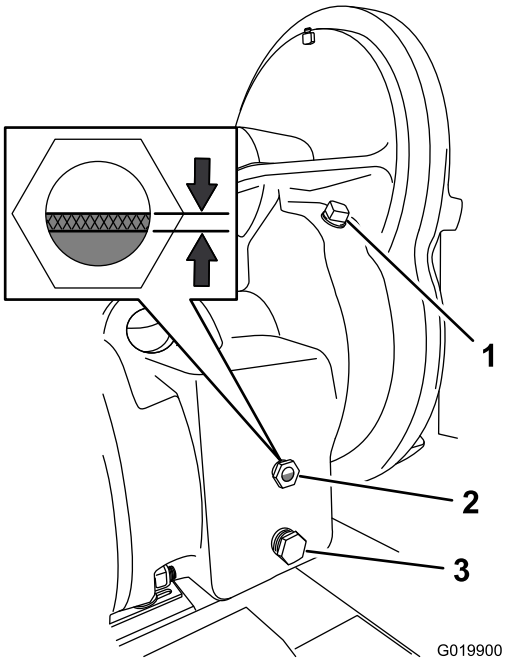

Figure 67
2. Sur le côté droit du carter d'engrenages, vérifiez le niveau d'huile par le viseur (Figure 67).
A. Retirez le bouchon de remplissage de l'orifice de remplissage dans le carter d'engrenages (Figure 67).
B. Versez lentement de l'huile spécifiée dans l'orifice de remplissage jusqu'à ce que le niveau d'huile se situe entre le 1/3 et la moitié du viseur (Figure 67).
E. Placez le bouchon dans l'orifice de remplissage du carter (Figure 67).
1. Placez un bac de vidange de 3 pintes sous le bouchon de vidange (Figure 67).
2. Retirez le bouchon de vidange de l'orifice de vidange, et vidangez complètement l'huile du carter d'engrenages (Figure 67).
3. Enlevez le bouchon de remplissage (Figure 67).
5. Remettez le bouchon de vidange dans l'orifice de vidange (Figure 67).
6. Versez lentement de l'huile spécifiée dans l'orifice de remplissage jusqu'à ce que le niveau d'huile se situe entre le 1/3 et la moitié du viseur (Figure 67).
7. Remettez le bouchon de remplissage dans l'orifice de remplissage (Figure 67).